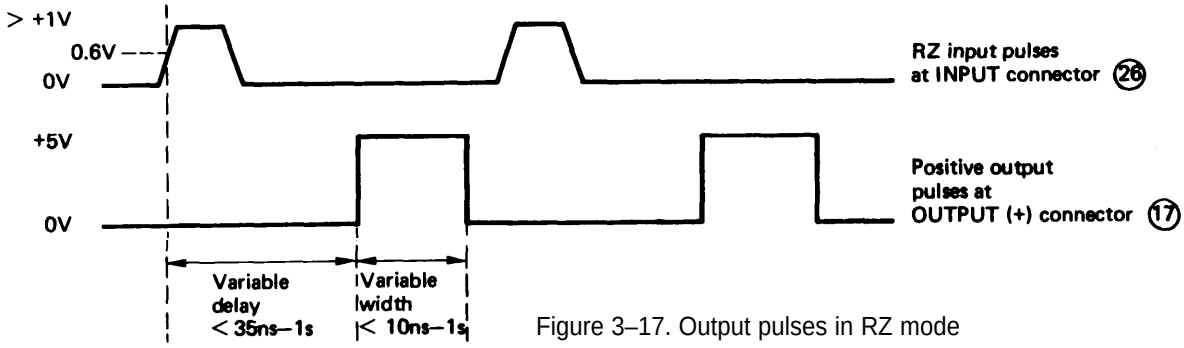

Figure 3–17. Output pulses in RZ mode
a. Connect the external signal to the INPUT connector (26) on the rear panel of the 8013B.
b. Set the Mode Selector switch (25) to RZ.
3–43 The output pulses should appear at the OUTPUT (+) connector (17) as shown in Figure 3–17.